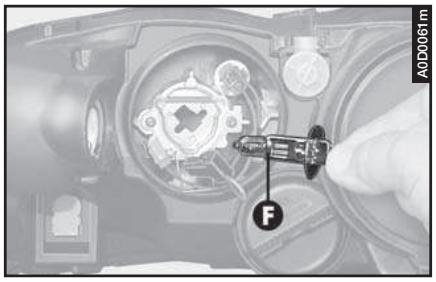

fig. 31
– Remove the bulb (**F- fig. 31**).